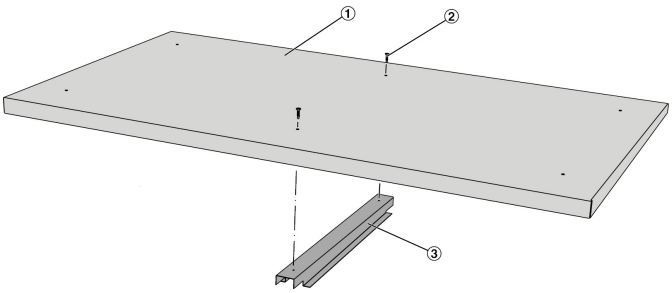

Abb. 17: Mittleren Dachträger montieren
1. ▸ Den mittleren Dachträger (Abb. 17 /3) mit selbstschneidende Schrauben (Abb. 17 /2) am Dachsegment (Abb. 17 /1) befestigen.